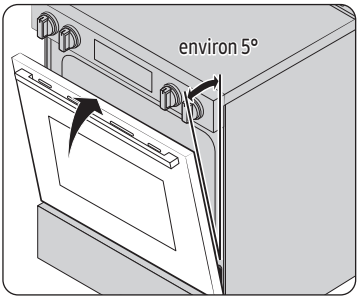

Fig. 1
4. Fermez la porte en position de retrait, à un angle d'environ 5 degrés de la verticale (fig. 1).